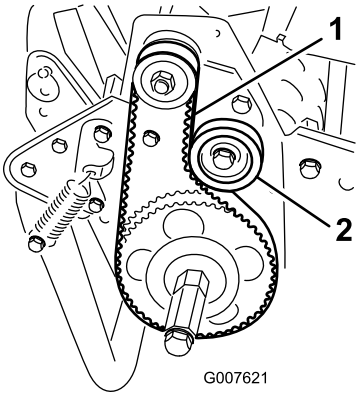

Figur 37
2. Kontroller spændingen ved at trykke remmen ned midtvejs mellem remskiverne (Figur 37) med en kraft på 18 til 22 N.
remmen, indtil den ønskede remspænding opnås (Figur 37).